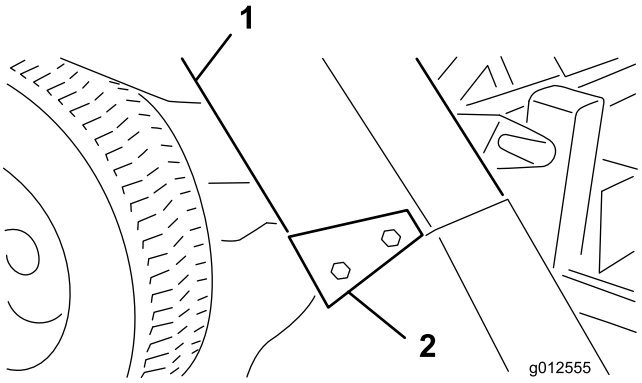

**Figur 29**
4. Skub slisken over blæseråbningen og på monteringstapperne (Figur 29).